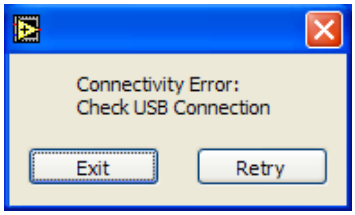

Figure 2. Connectivity Error Alert
2. If the evaluation board is not connected to the USB port when the software is launched, a connectivity error is displayed (see Figure 2). Simply connect the evaluation board to the USB port of the PC and click **Retry.**